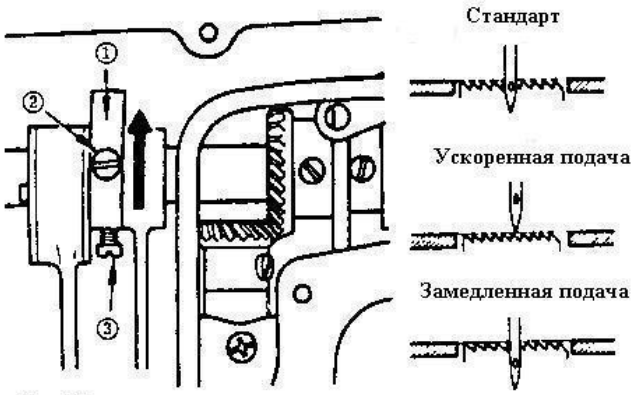

Рис. 18
12. РЕГУЛИРОВКА ПОДАЧИ МАТЕРИАЛА (Рис. 18)